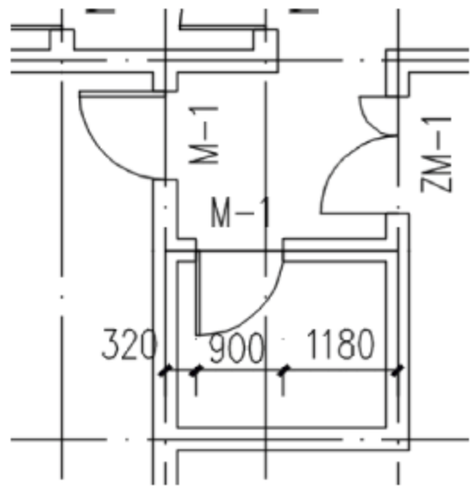

图 12-4　合并尺寸
(3) 单击菜单中的“尺寸标注”→“尺寸编辑”→“合并区间”命令(此命令会在以后详细讲述)，框选中间的尺寸进行合并，结果如图 12-4 所示。